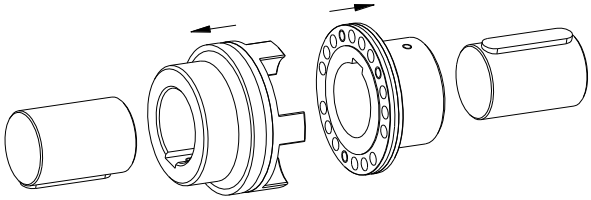

Fig. 17 : montage de moyeu or de flasque d'accouplement
- Monter le moyeu à bride sur l'arbre moteur et l'autre moyeu sur l'arbre récepteur (voir fig. 17).